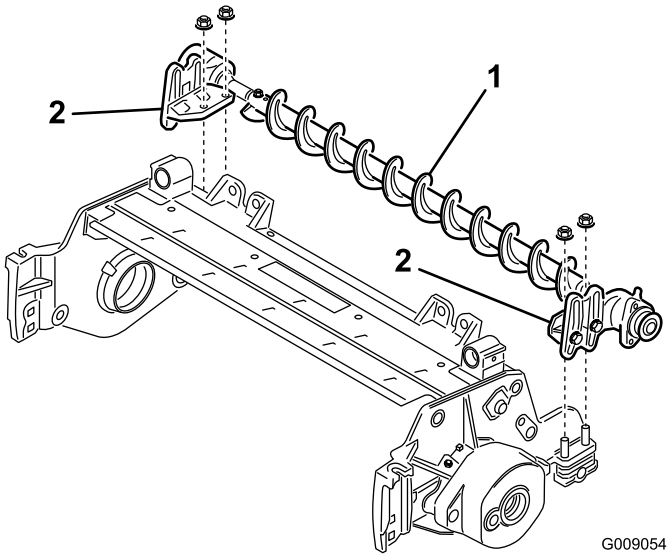

Figure 8
7. Placez les supports de montage de la brosse de rouleau sur les boulons des supports (Figure 8).